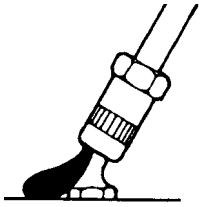

Fig. 6
7) グリースガン先端のチャックを外してください｡圧力がかかっているので､いきなり引っ張るとニップルの頭部を折る恐れがあります。チャックを斜めに傾け内圧を抜くことにより簡単に外すことができます（Fig. 6）。